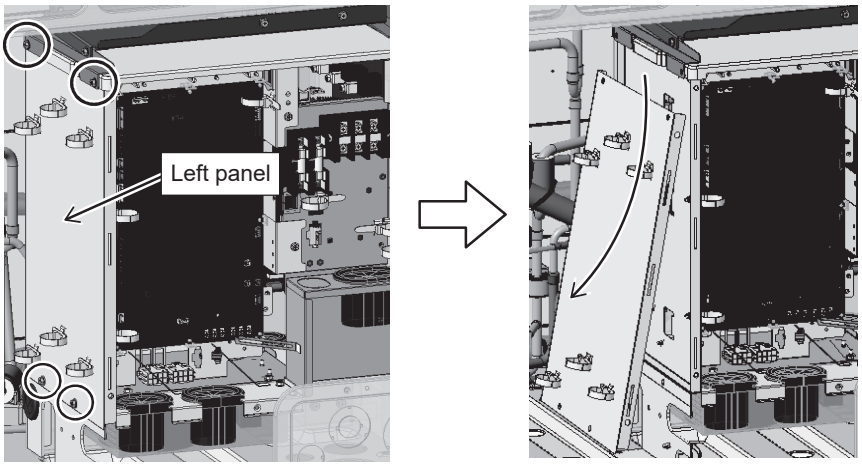

Figure 3
(4) Remove the left control box panel (*applicable to the XL and EXL modules only). (4 screws as shown in Figure 3.)